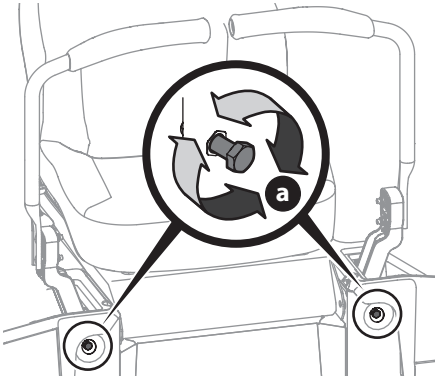

Fig. 40
2. Locate the lapbar drive control lever stop adjustment bolts (a) on the front of the seat frame (Fig. 40).
3. To decrease the forward speed, turn the lapbar drive control lever stop adjustment bolts (a) clockwise. To increase the forward speed, turn the lapbar drive control lever stop adjustment bolts (a) counter-clockwise. Turn the lapbar drive control lever stop adjustment bolts (a) in the necessary direction 1/4-turn at a time. After turning the lapbar drive control lever stop adjustment bolts (a), check the adjustment by driving the tractor (Fig. 40).